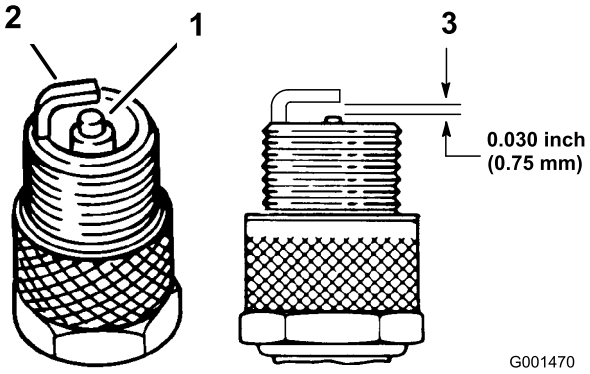

Figura 34
1. Mire la parte central de las bujías (Figura 34).
3. Compruebe la separación entre los electrodos central y lateral (Figura 34). Si la distancia no es correcta, doble el electrodo lateral (Figura 34).
3. Conecte los cables a las bujías (Figura 34).